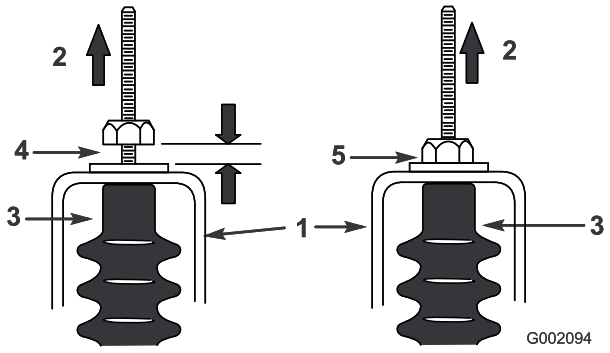

Figur 68
5. Træk begge skiftekabler op for at sikre, at der er en afstand på 0,76-1,52 mm mellem møtrikken/spændeskiven og den neutrale konsol (Figur 68).